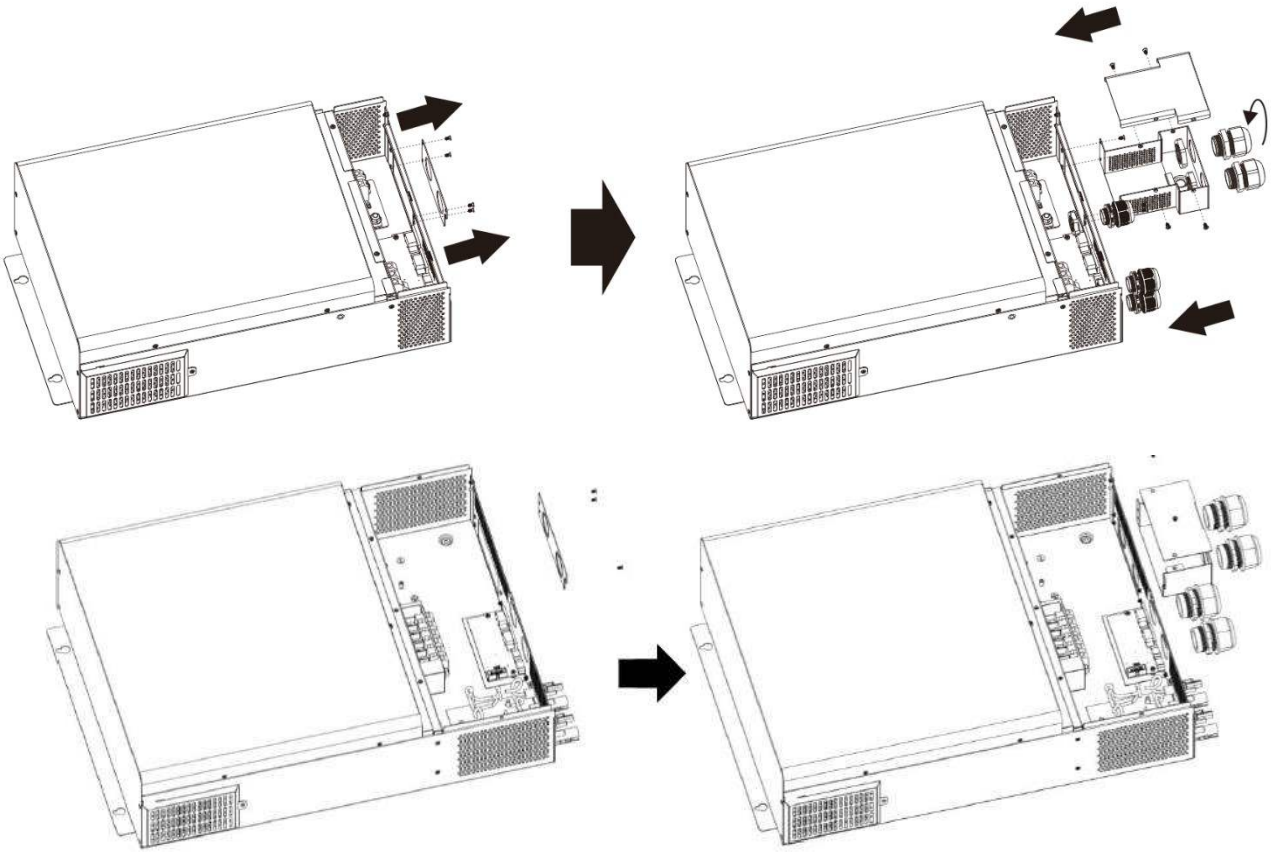
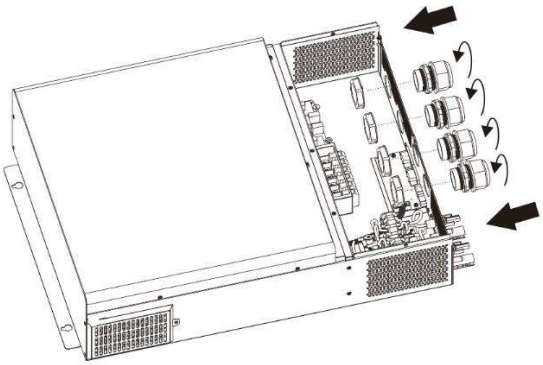

Fig. 3.1: Instalación de prensaestopas y caja de extensión de cableado de batería (PSW-H-3KW-120/24V y PSW-H-6.5KW-120/48V)
Fig. 3.2: Instalación de prensaestopas (PSW-H-5KW-120/48V y PSW-H-8KW-230/48V)
3. Instale los 5 (PSW-H-3KW-120/24V, Fig. 3.1, derecha) o 4 (PSW-H-5KW-120/48V y PSW-H-8KW-230/48V, Fig.3.2) prensaestopas incluidos.